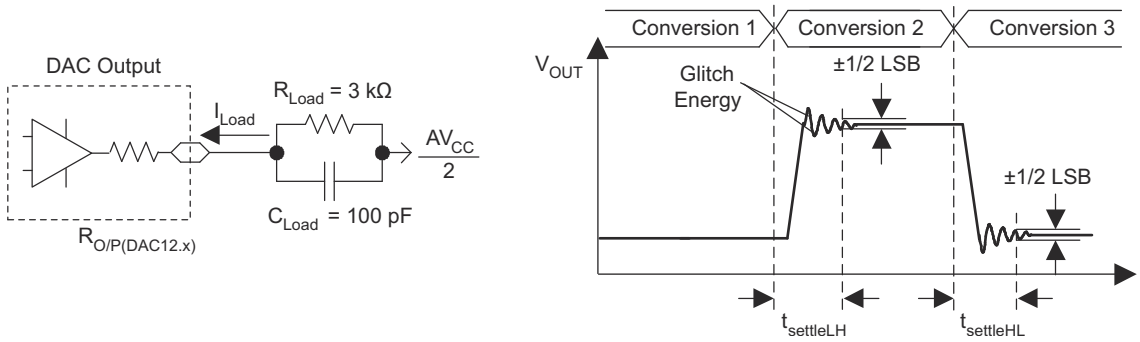

Figure 8-45. Settling Time and Glitch Energy Testing
(1) R_{Load} and C_{Load} are connected to AV_{SS} (not AV_{CC}/2) in Figure 8-45.
(2) Slew rate applies to output voltage steps ≥ 200 mV.